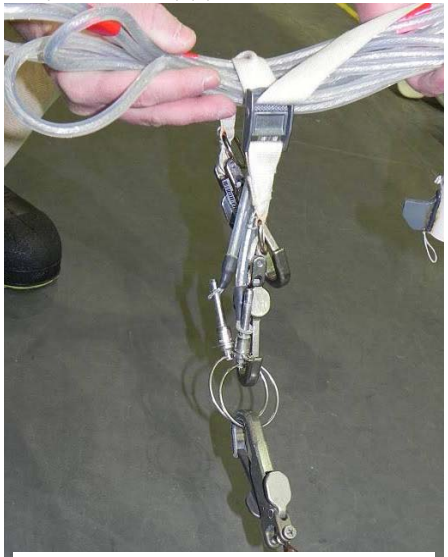

Figure 1: OBSS Grounding
- ☐■ J601/J602 Grounding Connectors (int RET) (on PIP pin tether loops) (see fig 1)